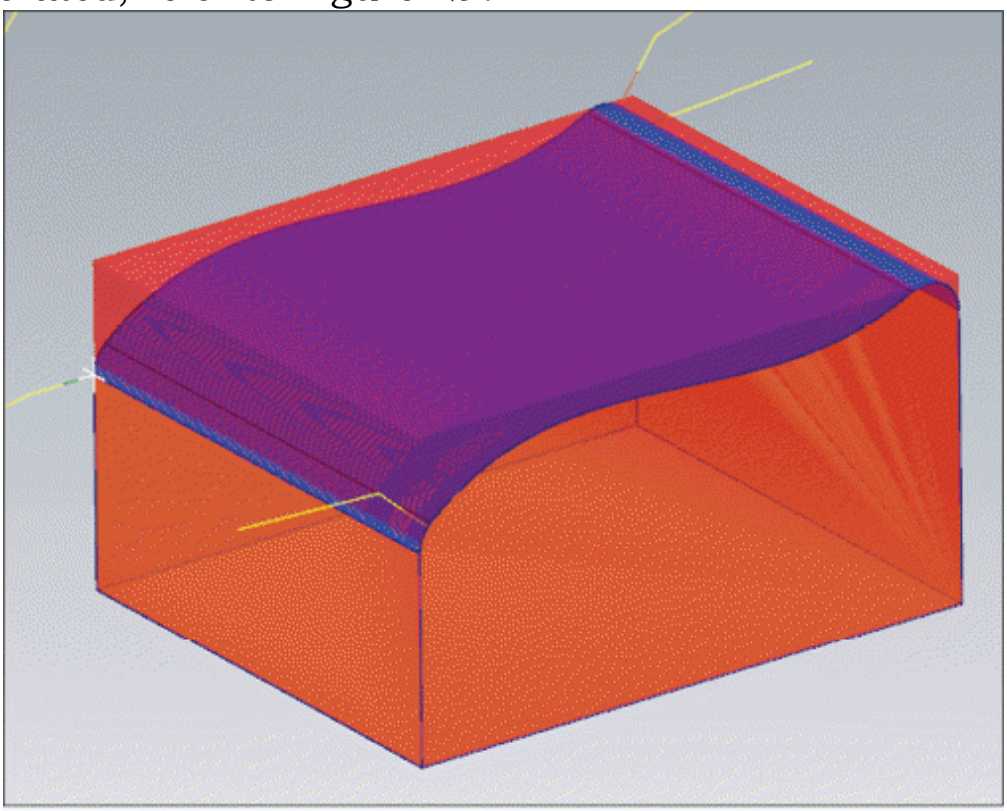

Figure-29. Parallel toolpath generated
- Set the other parameters as discussed earlier and click on the **OK** button to create the toolpath. The toolpath will be generated; refer to Figure-29.